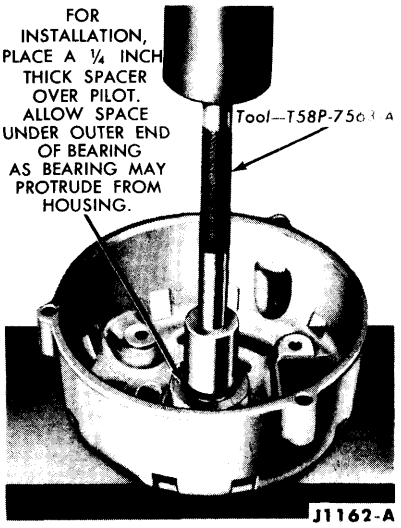

FIG. 43—Rear Bearing Replacement
5. Press the bearing from the rear end housing (Fig. 43).
11. Install the rear bearing so that the open end of the bearing is flush with the inner surface of the housing boss (Fig. 43). Allow space under the outer end of the bearing during installation.